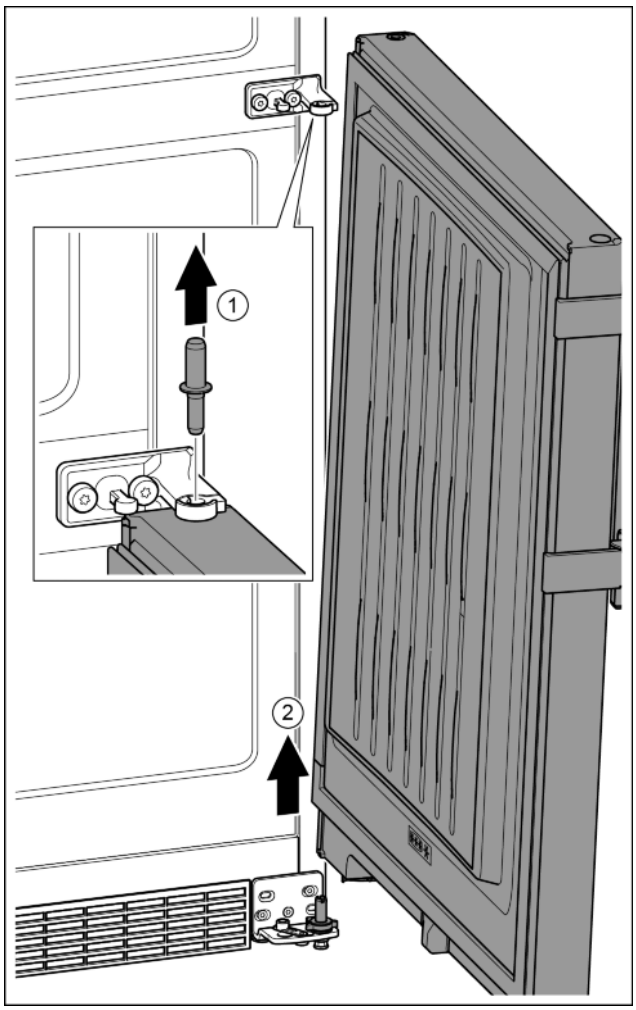

Fig. 10
▶ Remove the bolts in an upward direction. *Fig. 10 (1)*
▶ Swivel the door out, pull it upwards and set it to one side. *Fig. 10 (2)*